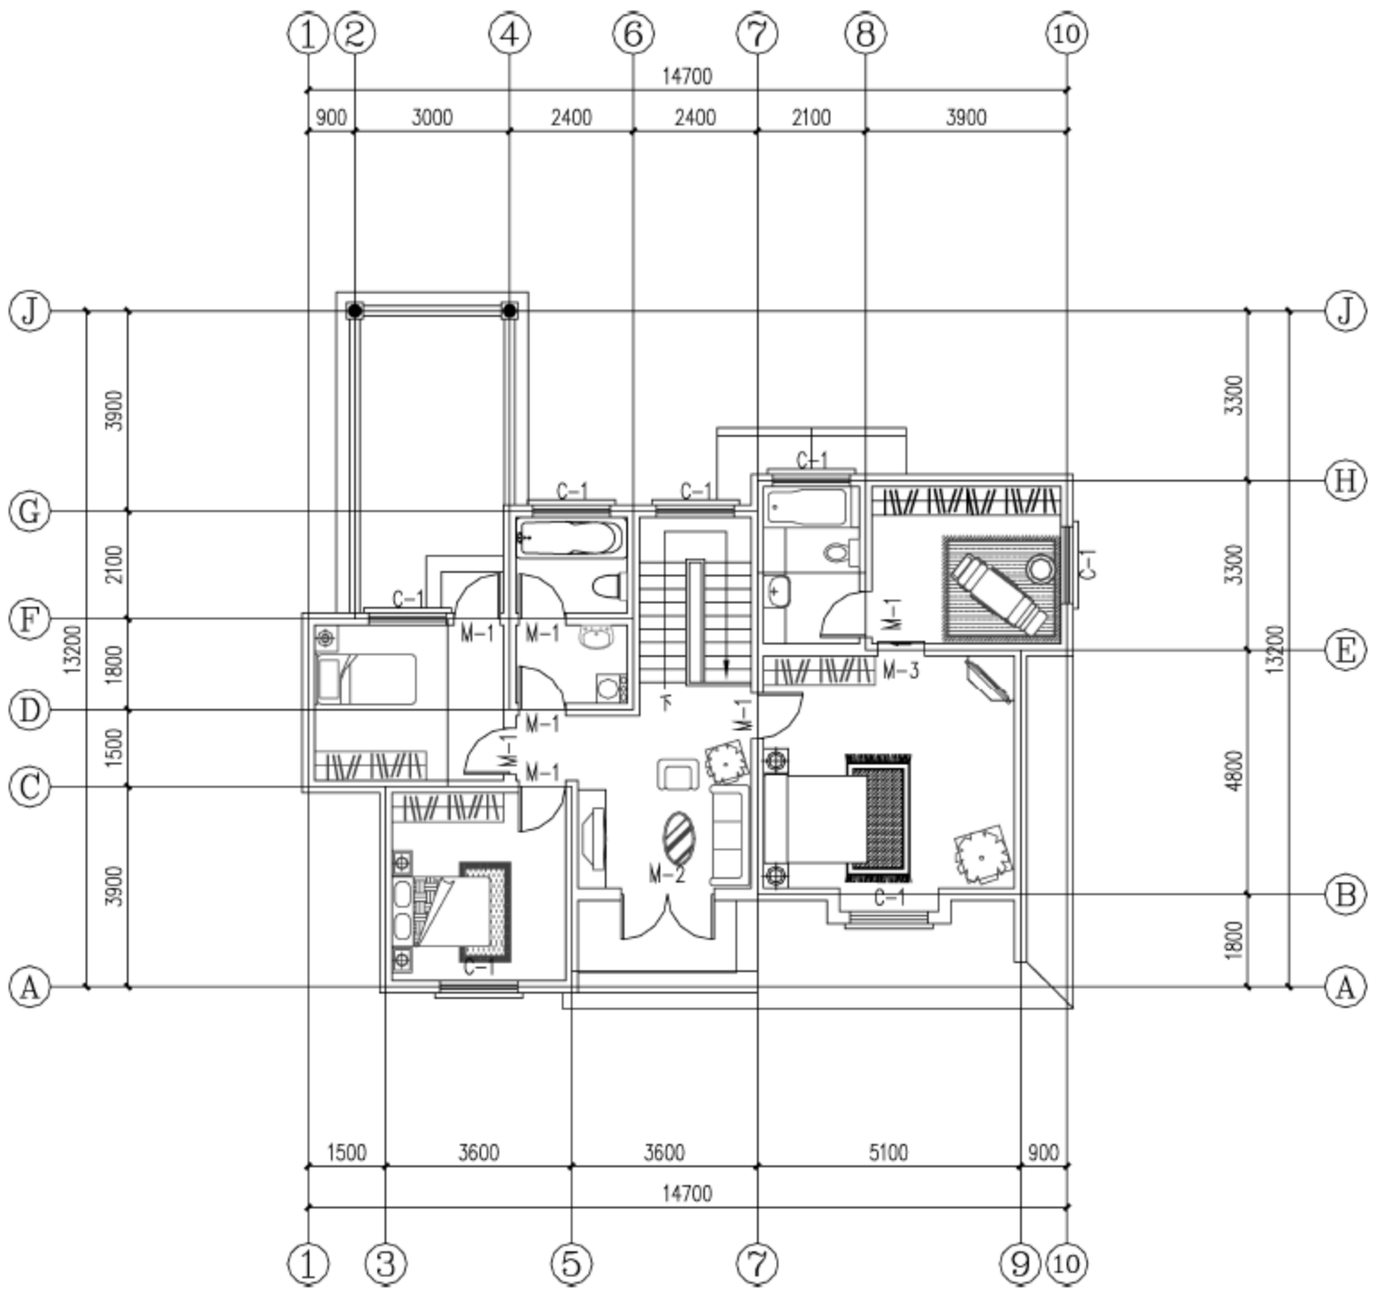

图 18-98　布置家具
(10) 其他家具的布置方法基本相同，这里不再一一赘述，最终结果如图 18-98 所示。